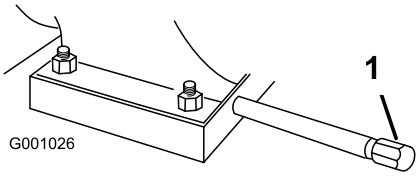

Figur 41
1. Gör rent omkring oljeurtappningslocket (Figur 41).